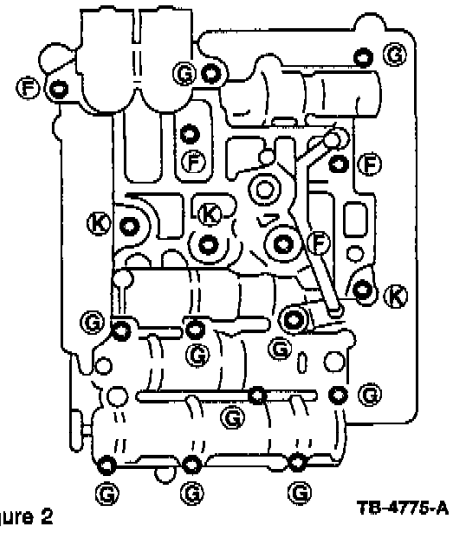

Figure 2
3. Place main control on a clean work table so that the rear control is facing upward (Figure 2).
5. Remove bolts F, G, and K as shown in Figure 2.